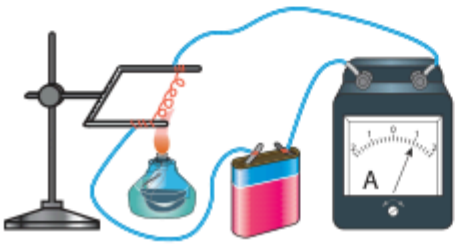

Рис. 1
1. На рис. 1 подано дослід. З якою метою здійснюється цей дослід? Назвіть використане обладнання. Як ви вважаєте, як і чому буде змінюватися показ вимірювального приладу під час нагрівання?